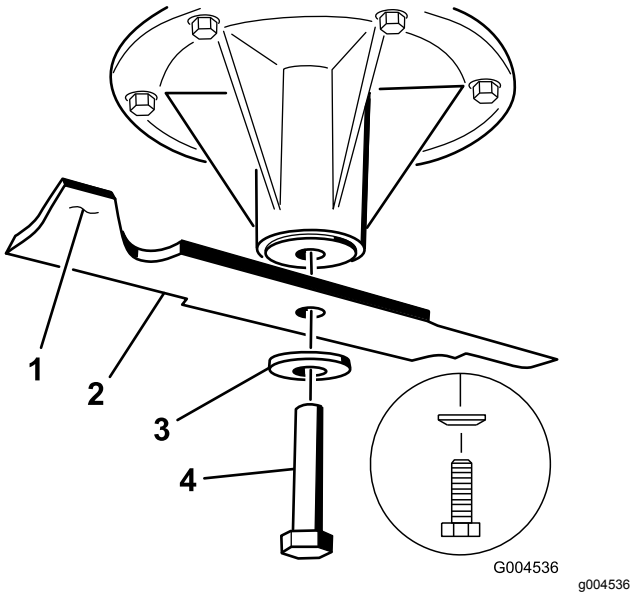

Bild 92
1. Setzen Sie das Messer auf die Spindelwelle (Bild 92).
2. Setzen Sie die Federscheibe und die Messerschraube ein (Bild 92).
Hinweis: Der Konus der Federscheibe muss bei der Installation in Richtung Schraubenkopf zeigen (Bild 92).